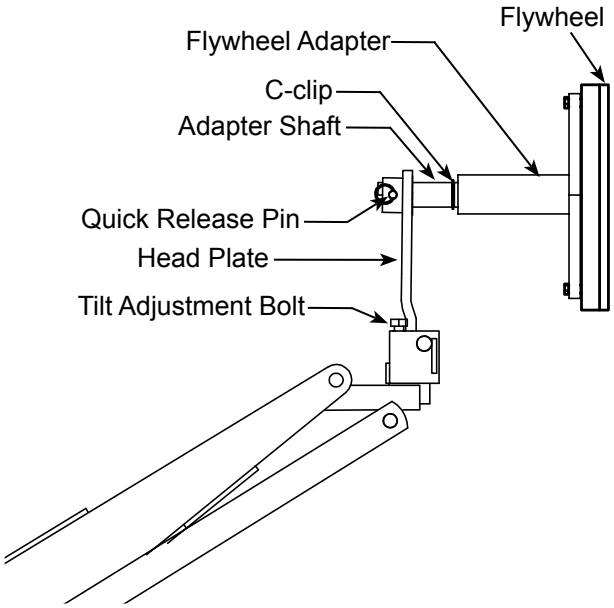

Figure 4 - Flywheel Adapter Operational Illustration
1. Remove all the flywheel attaching bolts (flywheel to crankshaft bolts) except for the three bolts pointed in Figure 4.
1. Close release valve knob, pump the handle and raise the flywheel into position shown in Figure 4 for installation. Adjust the flywheel using tilt adjustment bolt to align the flywheel with the crankshaft.